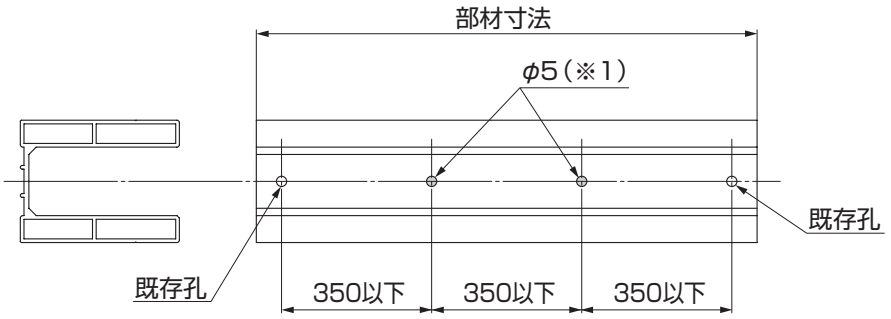

図5-1
●ネジ追加固定の必要判断条件は、ネジ固定間隔が350mm以下になることです。（図5-1参照）（※1）
①デッキ取付用孔の追加が必要な部材（表5-1参照）は、既存孔間にφ5の下孔をあけ、孔の最大間隔が350mm以下になるようにしてください。（図5-1参照）
②床板にφ2.5の下孔をあけてください。
③下レールをデッキ面に【7-1】で固定してください。